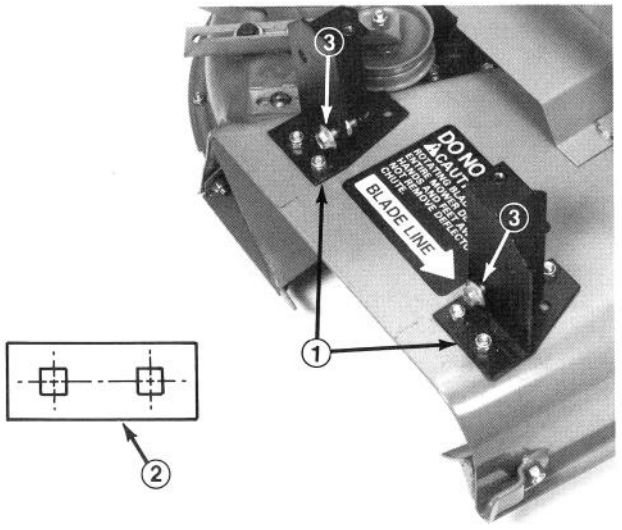

Figure 8
1. Position blower and mounting brackets on deck, aligning mounting holes with holes previously used for mounting grass deflector (Fig. 8). Figure shown with blower removed.
2. Making sure no air gap exists between blower and cutting deck. Secure each bracket to deck with a bracket plate (Fig. 8, Inset), (2) 5/16-18 x 5/8" lg. carriage bolts and locknuts. Position bracket plates between bolt head and bottom side of deck.